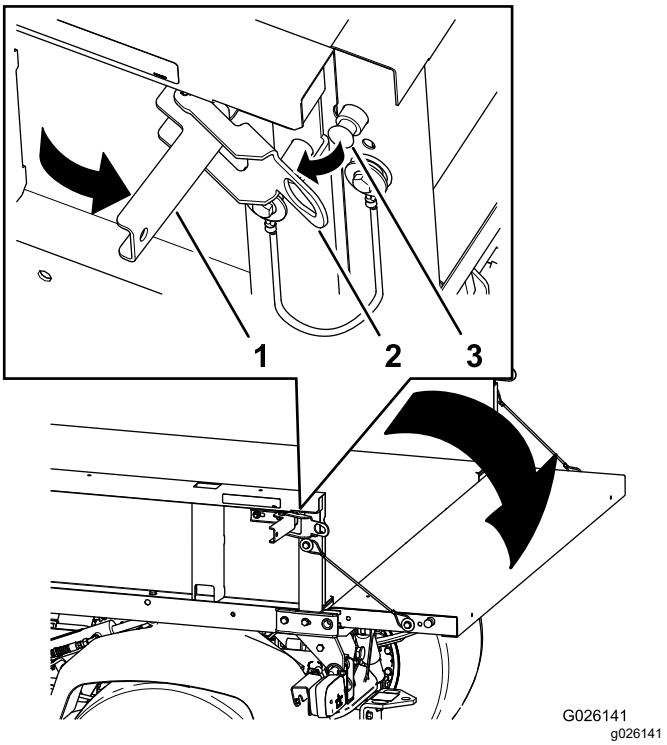

図 16
2. 荷台の左右にあるラッチを解放してテールゲートを下げる図 16。